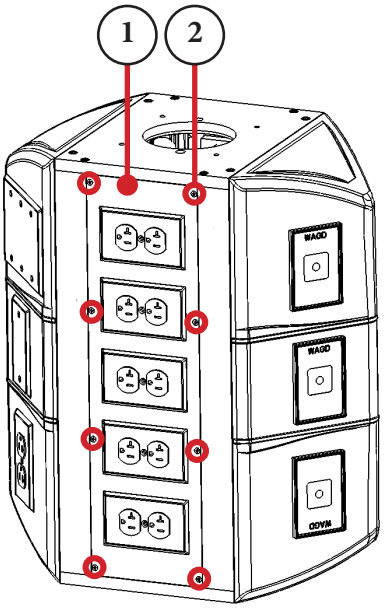

Figure 8.14 - Location of Screws on Access Panel
a. Using a Phillips screw driver, open the access panel (Figure 8.14, Item 1) on the front or back of the FLEXiS System by removing the eight Phillips screws (Item 2).